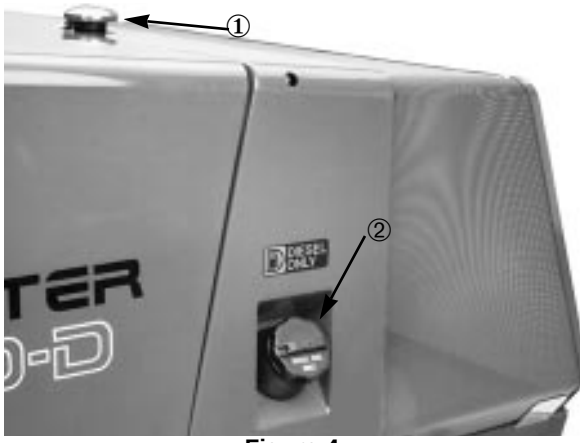

Figure 4
1. Enlever le bouchon du radiateur (Fig. 4). Le liquide de refroidissement doit être à 2,5 cm au-dessous de la base du goulot de remplissage.
1. Enlever le bouchon du réservoir (Fig. 4).